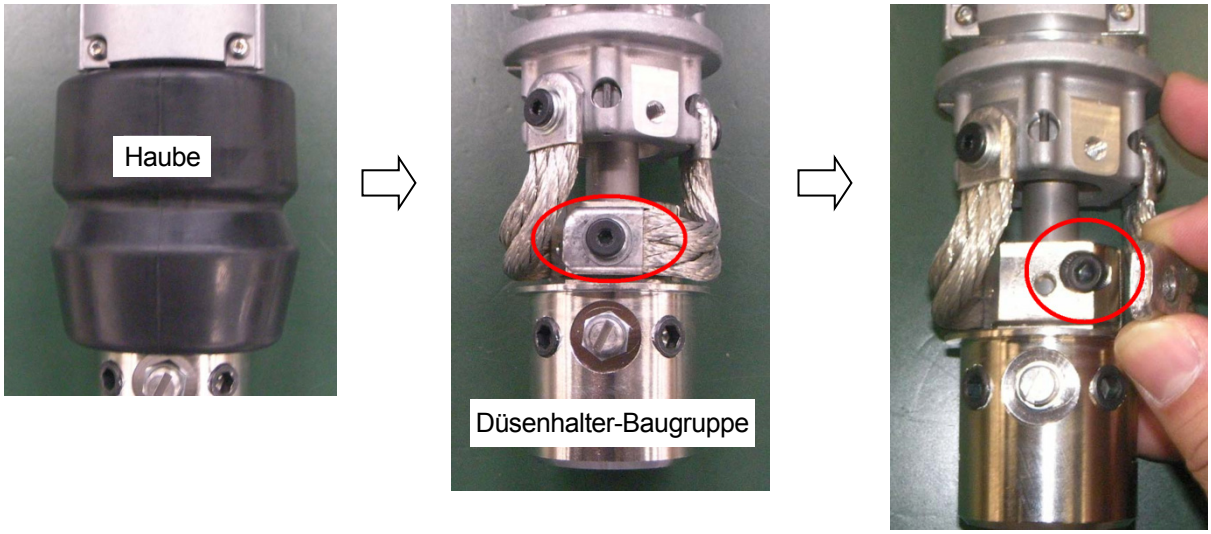

Abb. 2.13 Einstellverfahren für den Brenner (Richtung rechts/links)
1. Wenn das Brennerende in vertikaler Richtung abweicht, die 2 Innensechskantschrauben ① (M8×20) lösen, mit denen die Isolierhalterung an der L-Halterung befestigt ist. Die Position korrigieren: Das Brennerende in die Richtung bewegen, in die das Brennerende abweicht (nach oben oder unten), und dann durch Festziehen der Innensechskantschrauben sicher befestigen.
2. Wenn das Brennerende in Richtung nach vorn/hinten abweicht, die 2 Innensechskantschrauben ② (M8×25) lösen, mit denen die L-Halterung an der Aufnahme befestigt ist. Die Position korrigieren: Das Brennerende in die Richtung bewegen, in die das Brennerende abweicht (nach vorn oder hinten), und dann durch Festziehen der Innensechskantschrauben sicher befestigen.
3. Wenn das Brennerende in horizontaler Richtung abweicht, unter Bezugnahme auf „Abb. 2.13 Einstellverfahren für den Brenner (Richtung rechts/links)“ anhand des folgenden Verfahrens einstellen.